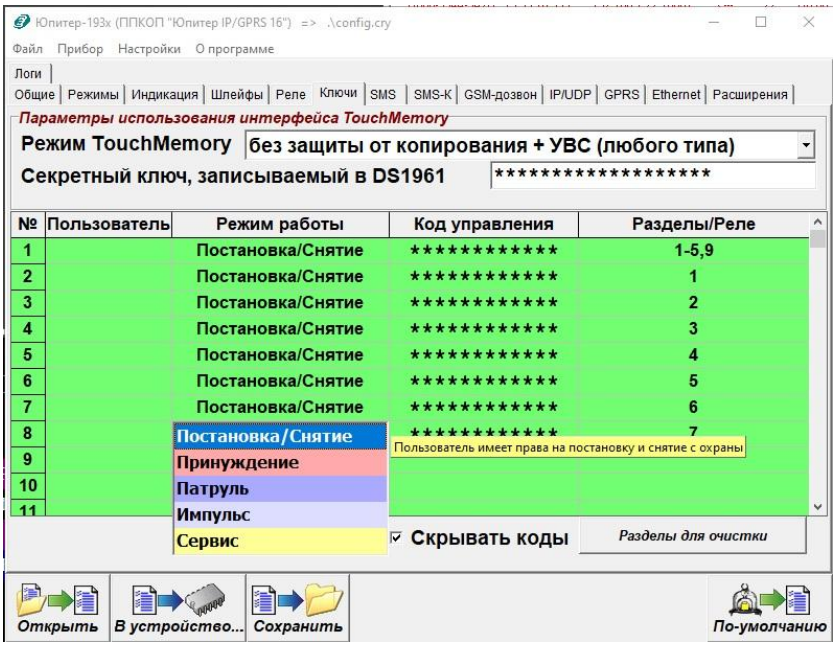

Рисунок 18 – Выбор режима работы кода в программе Конфигуратора
- в программе Конфигуратора режим выбирается из списка (рисунок 18);